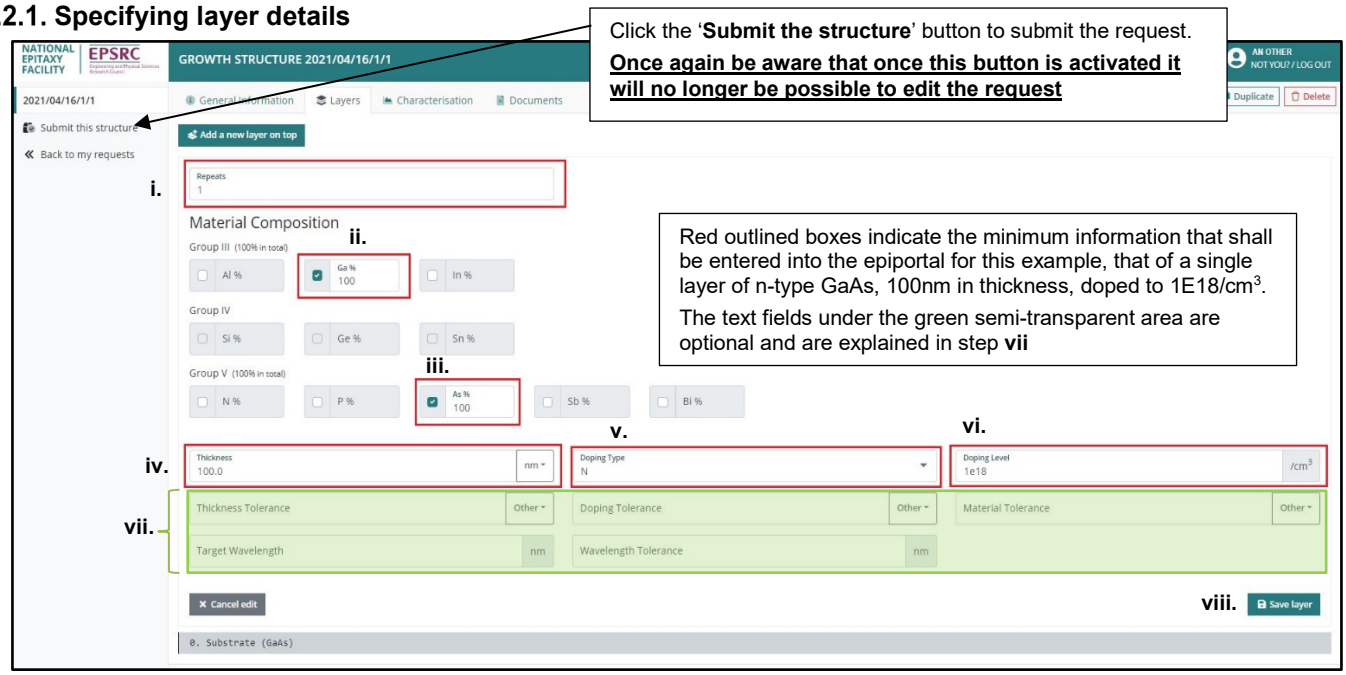
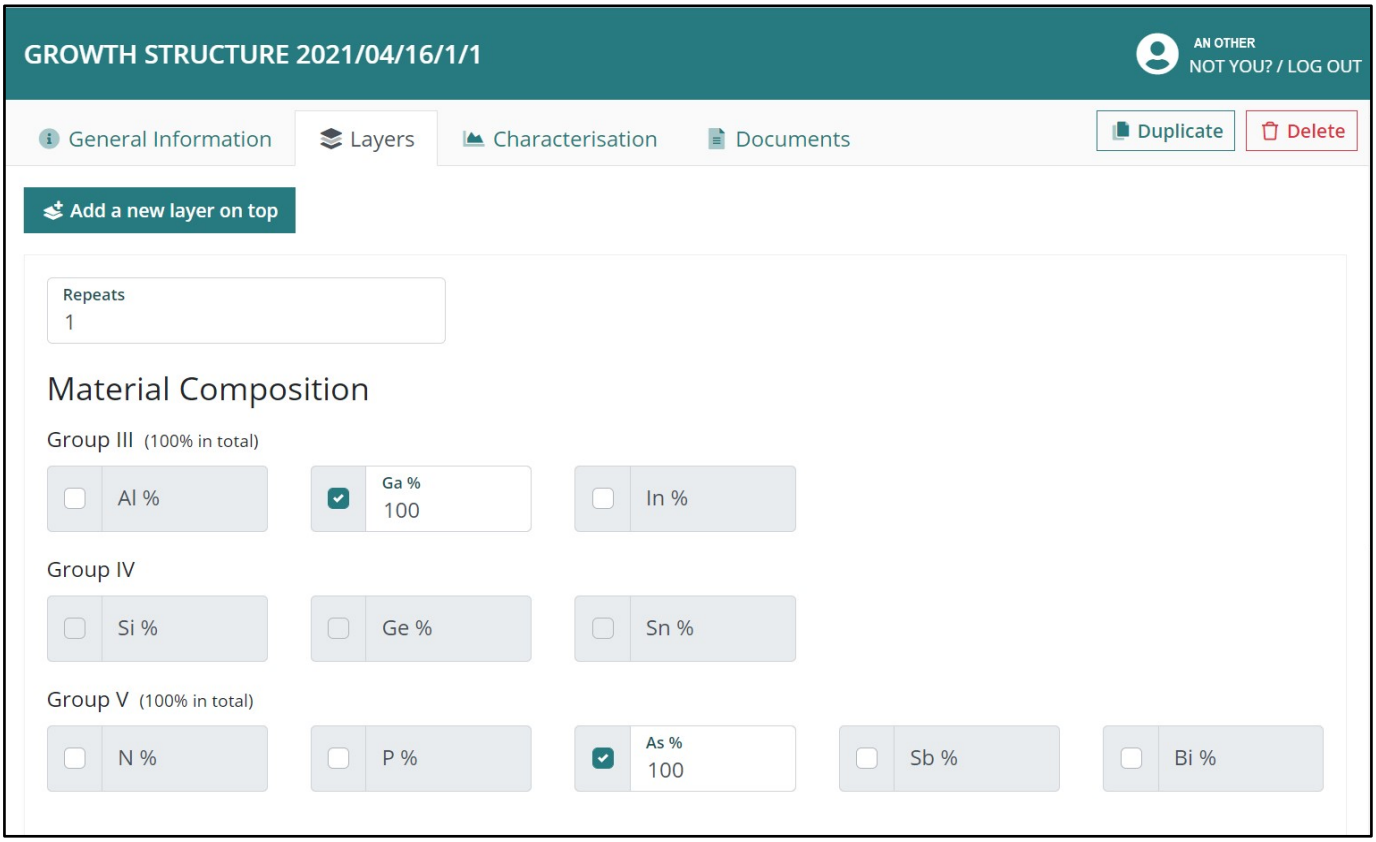
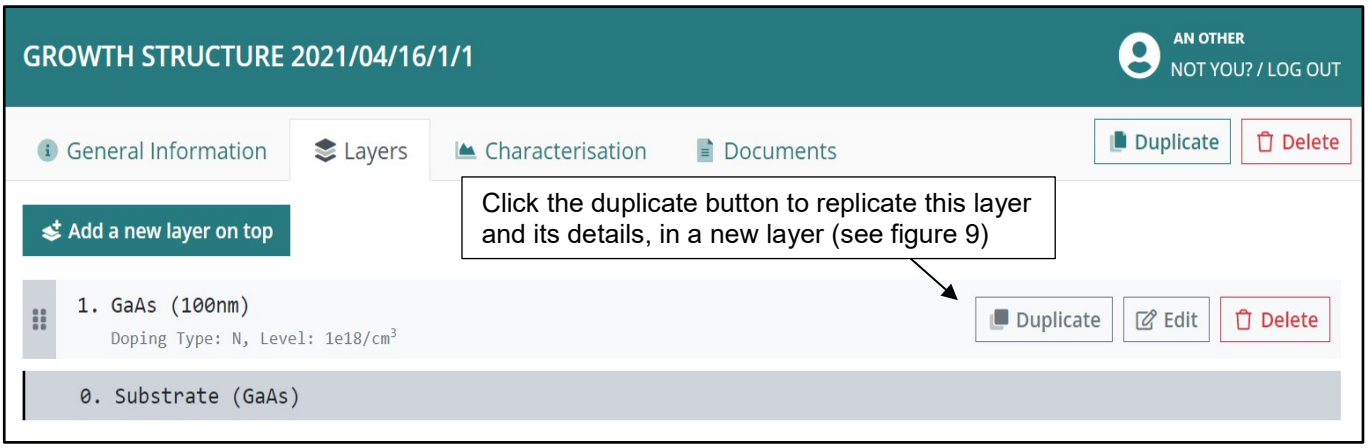
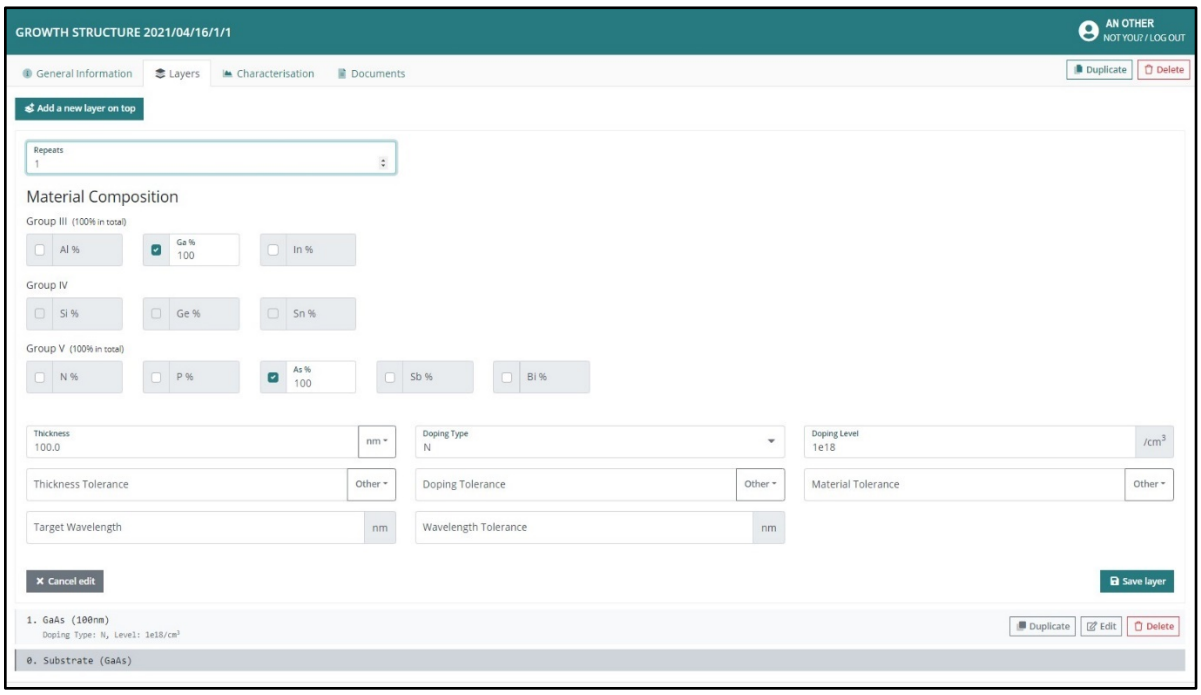

Figure 6 – Adding a layer details
Figure 7 – Selecting the group elements and their composition percentages
Figure 8 – Confirmed layer with details displayed
Figure 9 – Layer edit page generated by ‘Added layer’ or ‘Duplicate layer’ functions
Clicking on the '**Add a new layer on top**' button shown in in figure 5 above will open up the layer details webpage (figure 6 below).
- **ii.** Select the material composition by clicking the check box next to the element required, e.g. for GaAs select '**Ga'** from the Group III section and '**As'** from the Group V section (see figure 7, page 5).
- **iii.** Once checked, click on the element text to enter the percentage of the element to be incorporated into the layer (figure 7, page 5), e.g. for the GaAs layer in figure 6, set the Ga to 100% and the As to 100% also.
vii. For this step the text fields shown under the green semi-transparent box in figure 6 are optional. These fields allow the User to define any critical growth requirements beyond those entered in steps **i-vi**.
viii. Once all the layer requirements are entered click on '**Save Layer**' to confirm the layer into the structure. This will result in the webpage shown in figure 8 below. Figure 8 displays the details of the layer or layers entered into the structure. If any details are incorrect then clicking on the '**edit**' button will open the layer edit page again, as shown in figure 7, so that corrections can be made.
ix. To add another layer click on the '**Add a new layer on top**' in the edit page, or click on the lower '**Duplicate**' button (figure 8) to replicate that particular layer. Once again the page will display the text fields and also the previously added layers, see figure 9.
If the structure is finished then the User can either click on the **Characterisation** option (see section **2.4**), or select the **Documents** option (see section **2.5**) located at the top of the webpage shown in figure 9. The **Characterisation** and **Documents** sections do not have to be completed, but are there to provide the opportunity to supply any additional information in order to help the NEF meet the User's requirements. If satisfied that there is enough information to carry out the growth then the User can either:
ii. Click on the '**Submit this structure**' (see figure 6), to finalize the request and/or,